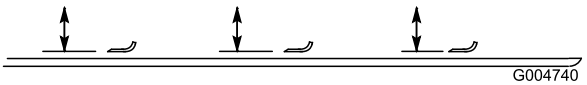

Рисунок 81
2. Поворачивайте нож, пока его концы не будут направлены вперед и назад (Рисунок 81). Измерьте расстояние от внутренней поверхности режущего блока до передней кромки ножа. Запомните этот размер.